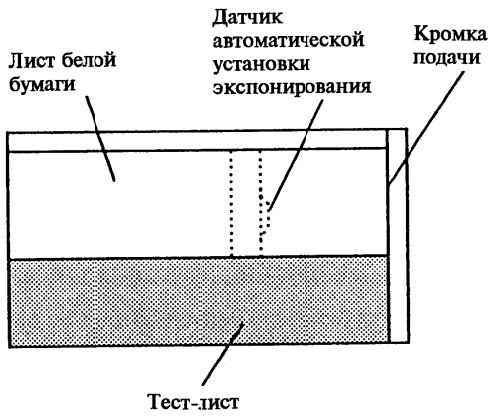

Рисунок 2. Размещение листа белой бумаги и тест-листа
4. (Рисунок 2): Поместите два листа формата А4 сложенной бумаги на одну половину стекла экспонирования (со стороны датчика автоматической усгановки экспонирования). Поместите тест-лист 82P524 на другую половину стекла экспонирования и закройте крышку.